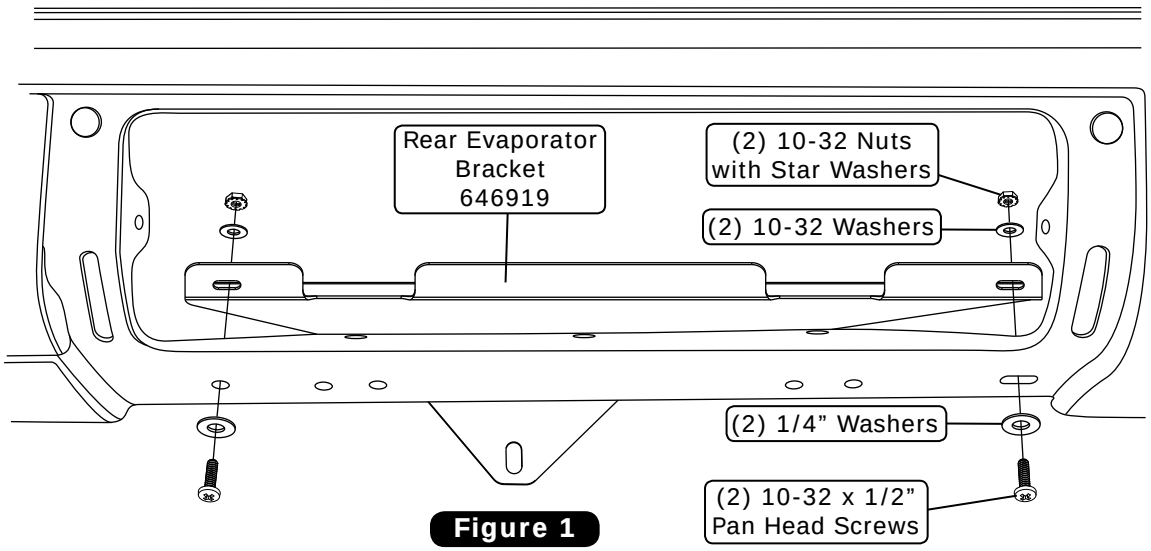

Figure 1
5. Remove the 1/4” Allen screw from the evaporator unit and install the rear evaporator bracket, securing it with the Allen screw, (2) 10-32 x 1/2” pan head screws, (4) washers ((2) 1/4” washers on the outside and (2) 10-32 washers on the inside) and (2) 10-32 nuts with star washers (See Photo 5 and Figure 1, below). **NOTE: To ensure proper drainage, it is very important that the evaporator is level, both left-right and fore-aft. Check for level on the flat portions of the case around the drain. Tighten all mounting bolts on the front and rear brackets.**